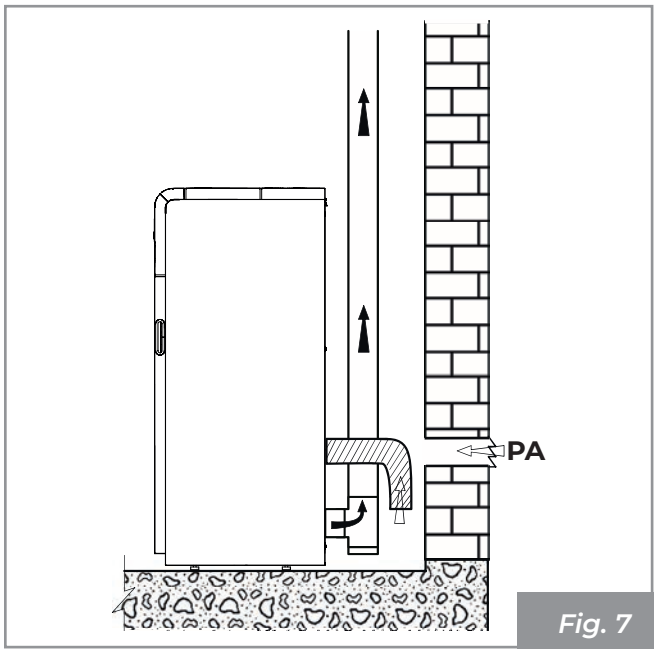
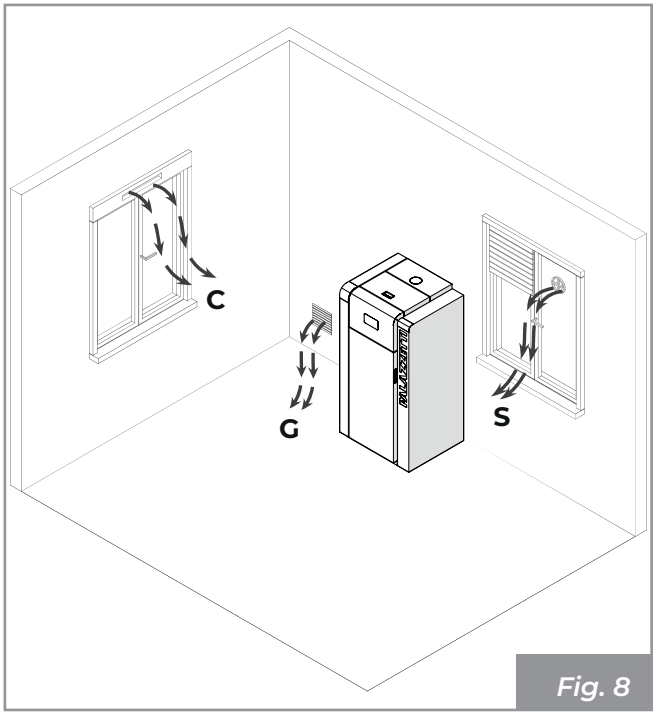

Fig. 7
Fig. 8
- il peut provenir du lieu d'installation ou de pièces voisines (**Fig. 7** - **Fig. 8**)
Réaliser la prise d'arrivée d'air sur la paroi (**Fig. 7 - PA** = Prise d'Air), et faire en sorte que l'appareil soit libre de prélever de l'air dans l'environnement ambiant.
S'il n'est pas possible de réaliser la prise d'arrivée d'air externe dans la pièce, il est possible de pratiquer le trou extérieur dans une pièce adjacente à condition qu'elle soit en communication permanente avec une grille de transit (**Fig. 8 - C** = Caisson, **G** = Grille, **S** = Volet).